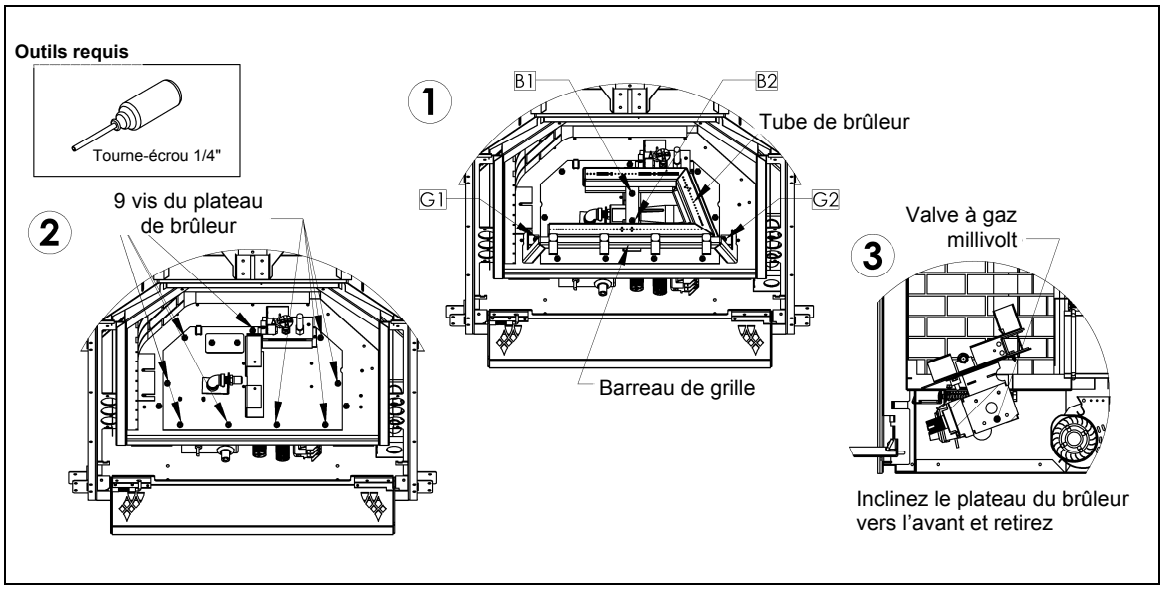

Figure 20 – Diagramme de retrait du brûleur.
1. Enlevez la porte vitrée, les bûches, les roches et la braise. Enlevez le barreau de grille en retirant les vis en G1 et G2. Pour enlever le brûleur, enlevez ses retenues aux emplacements B1 et B2. (Voir Figure 20.)